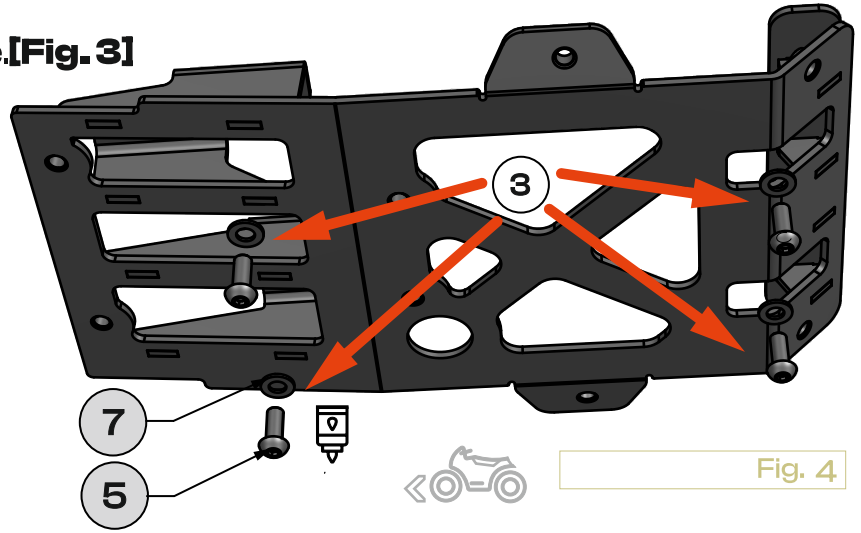

Fig. 4
3. Attach bracket **[2]** to the engine mounting points using bolts **[5]** and washers **[7]. [Fig. 4]**